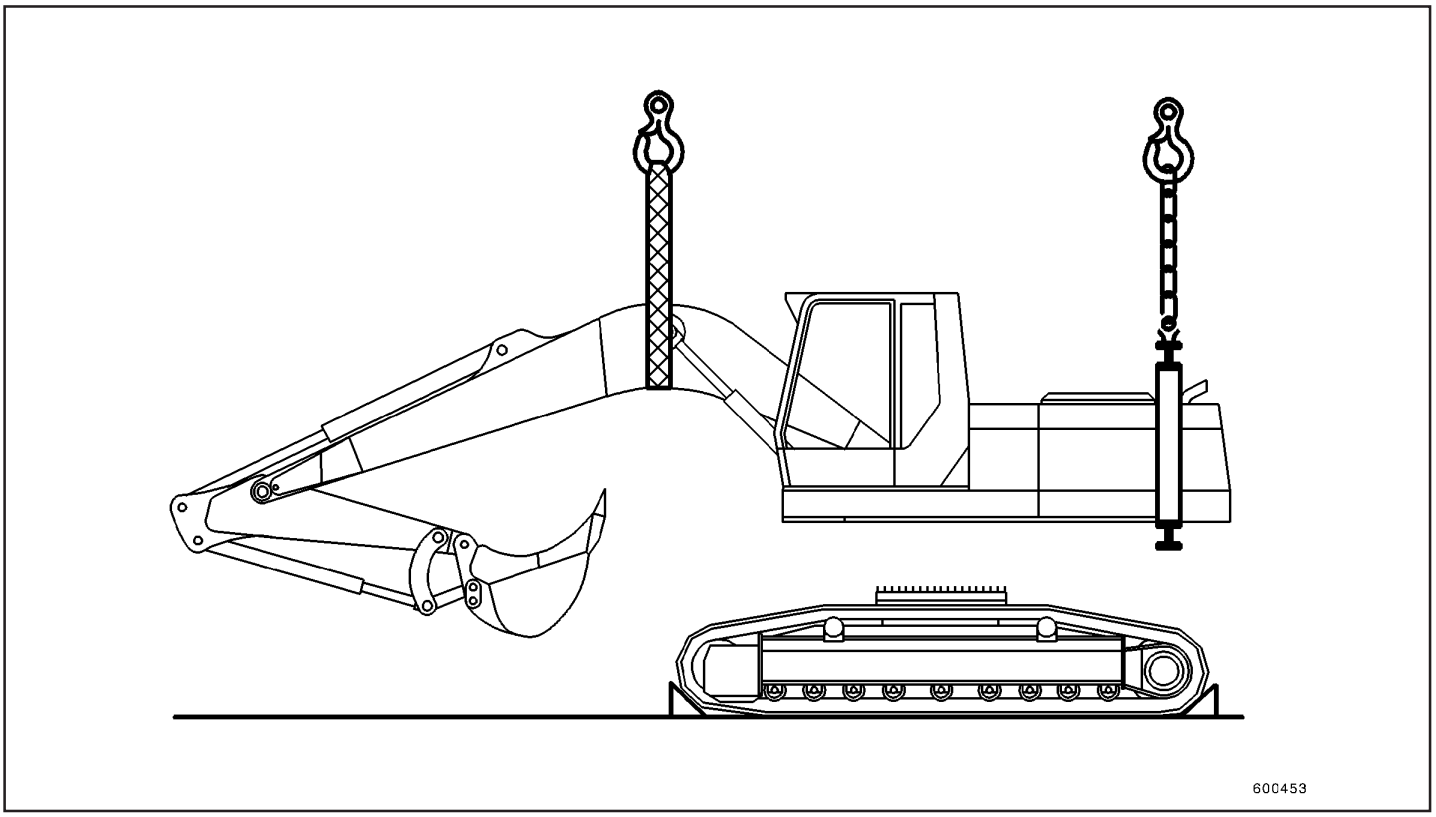

Fig.3
- Dois guindastes (cada um com capacidade de carga de 20.000 kg/25 toneladas), como na Fig.3, usando correias de levantamento, também com capacidade de carga de 20.000 kg/25 toneladas cada uma, para levantar e remover a estrutura superior da máquina.
- Prenda a estrutura superior no guindaste (Fig.3) e mantenha tensionado, mas sem levantar a estrutura superior.